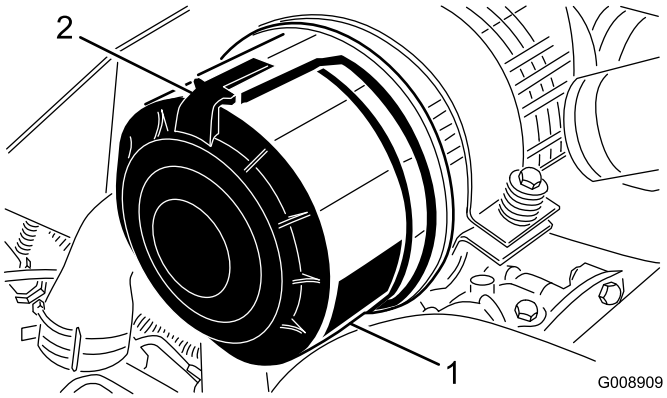

**Figur 43**
1. Lossa spärrhakarna som håller fast luftrenarkåpan på luftrenarhuset (Figur 43).